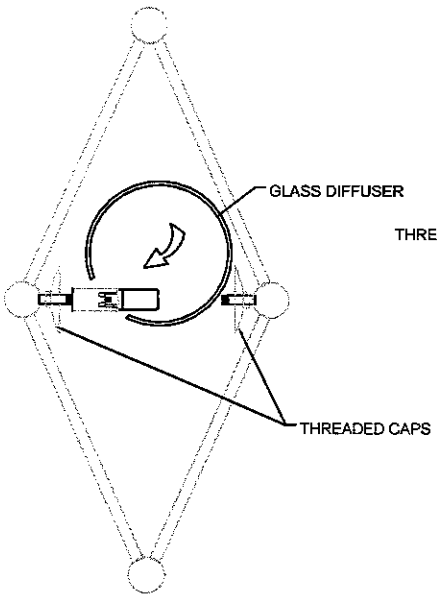

FIGURE-06
12. Place the glass to the fixture, slide it through the lamp. (See Figure -06)